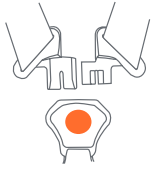
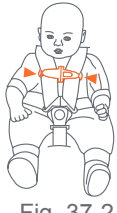

Fig. 37-1
Fig. 37-2
- Put the two buckle tongues together, overlaying the left buckle tongue onto the right buckle tongue, and insert the two joined buckle tongues into the harness buckle on the crotch strap (Fig. 37-1). Fasten the Harness Chest Clips together. Position the Harness Chest Clip, by sliding the Clip either up or down on the Harness Straps, so that it is level with the child's armpits (Fig. 37-2). Make sure that you hear the tongues click into the buckle and check that both are firmly latched by pulling upward on the straps. If the harness straps are not securely buckled, the safety seat will **NOT** provide protection for your child. **DO NOT** use the safety seat, even as a carrier, if the harness does not securely buckle. Please call Baby Trend at 1-800-328-7363 for assistance.